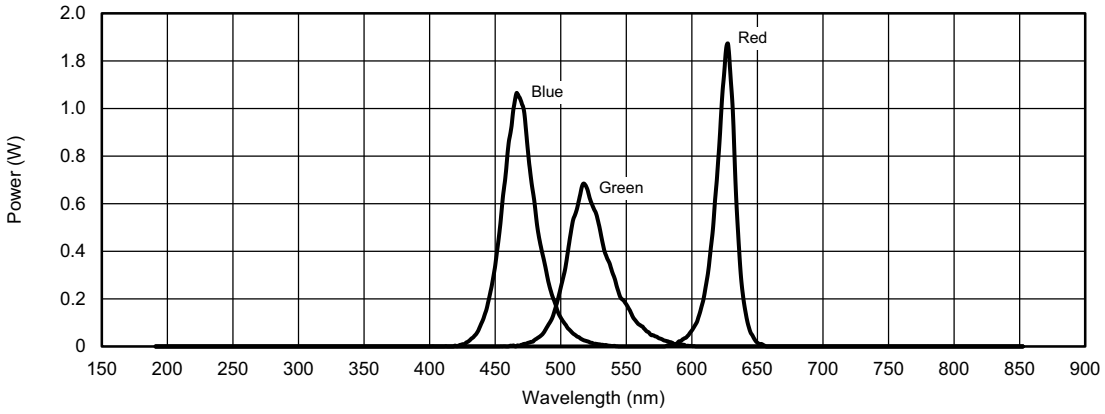

Fig. 1 - Normalized Spectral Response of Used LEDs for Measuring the Irradiance Responsivity
(1) Test condition: V_{DD} = 3.3 V, temperature: 25 °C
(2) Light source: white LED
(3) LED spectrum given in fig. 1; IT = 160 ms